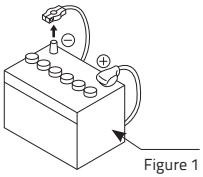

Figure 1
3. Make sure the battery "**-**" terminal is disconnected before starting. This is to prevent short circuits during installation. (Figure 1)